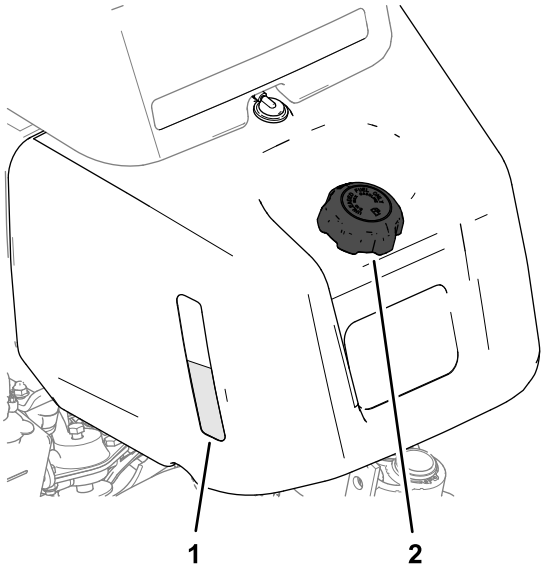
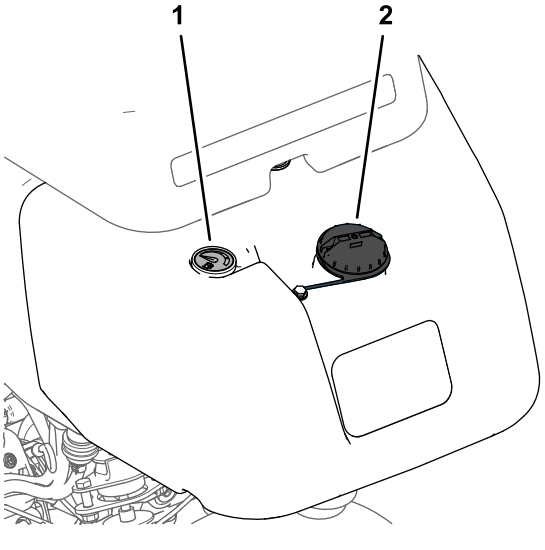

Figuur 24
Figuur 25
1. Reinig de omgeving van de tankdop en verwijder deze (Figuur 24 of Figuur 25).